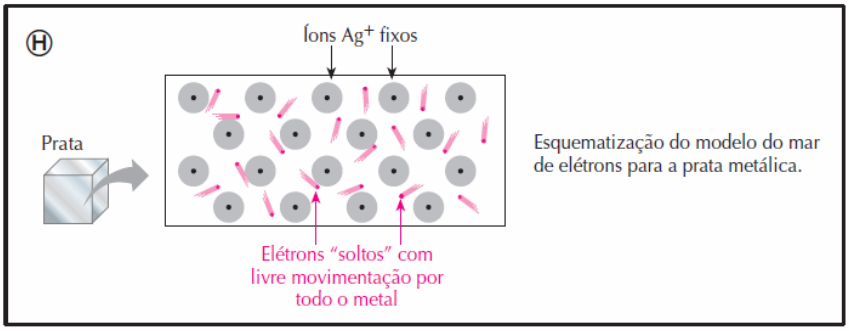

FIGURA 1.:*Esquema do modelo de “mar de elétrons” para um metal.*
Experiências com raios X levam a crer que os retículos cristalinos dos metais sólidos consistem em agrupamentos de cátions fixos, rodeados por um “mar de elétrons”. (VER FIGURA 1)
1.2- Montagem do aparato experimental para medição de condutividade elétrica (ver figura 1).